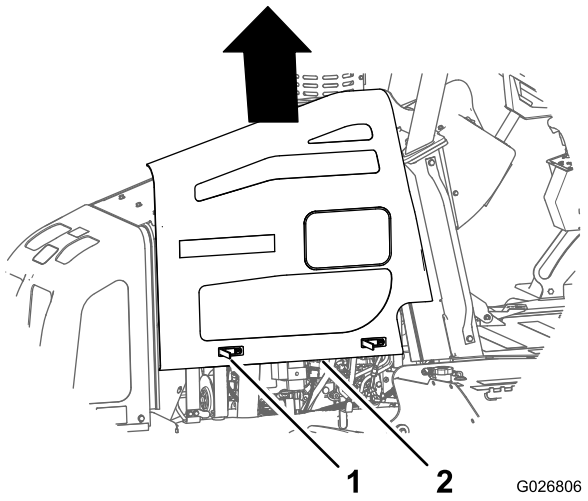

Figure 60
4. Lift the panel up and then away from the machine (Figure 60).